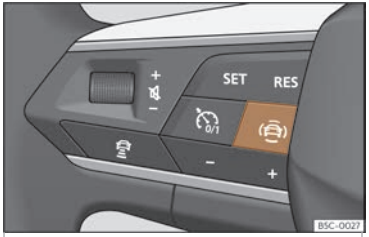

Fig. 58 Lado esquerdo do volante multifunción:tecla para os sistemas de asistencia ao condutor (dependendo das versións).
• Prema o botón >>> fig. 58 para abrir o menú **Asistentes**.